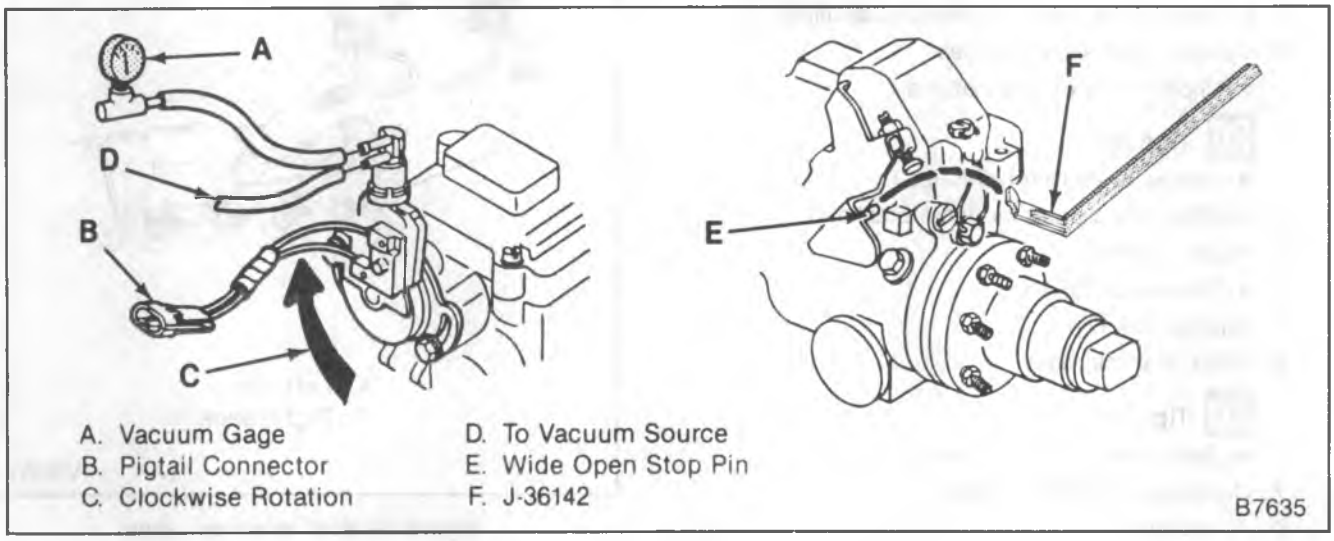

Figure 5—VRV/Detent Switch Adjustment
Adjust (Figures 5 and 6)
3. Attach a vacuum gage to the top vacuum port (figure 5).